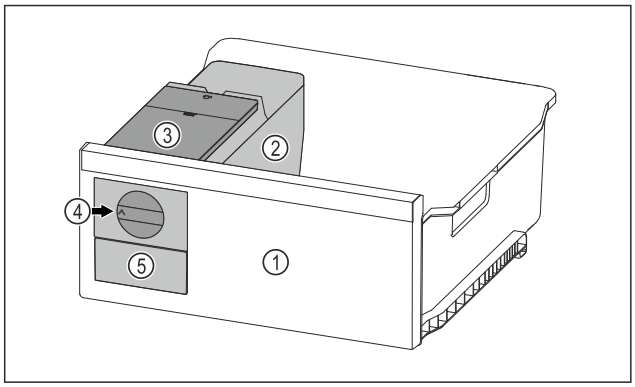

Fig. 124 Vejledende illustration
- ▶ Drej drejeknappen *Fig. 124 (4)* med uret indtil anslaget.
- ▷ Isterninger falder ud af isterningebakken og ned i isterningeskuffen *Fig. 124 (5)*.